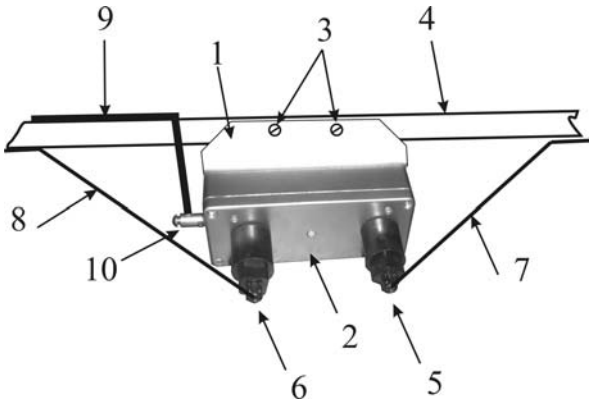

Рис. 10.21
10.3.5 УКБ-1 1 (см. рис. 10.21) БПРД (БПРМ) 2 с помощью винтов (шурупов) 3 закрепить на консоли 4. УКБ-1 закрепляется т. о., чтобы блок находился под нижней (со стороны земли) поверхностью консоли.